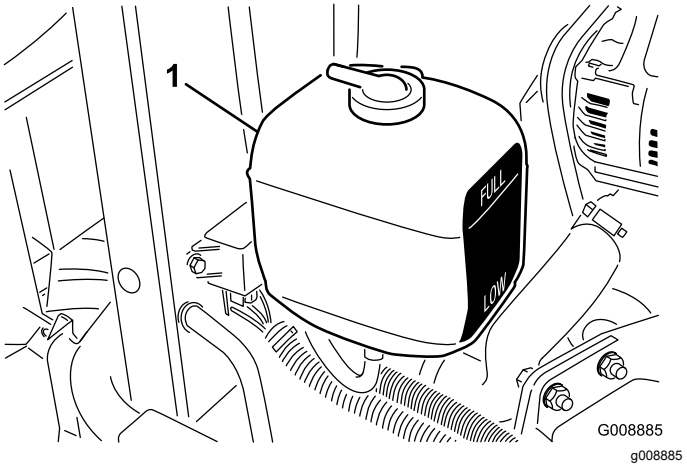

Figur 61
2. Kontrollera kylvätskenivån i expansionstanken (Figur 61). När motorn är kall bör kylmedelnivån ligga halvvägs mellan markeringarna på sidan av tanken.